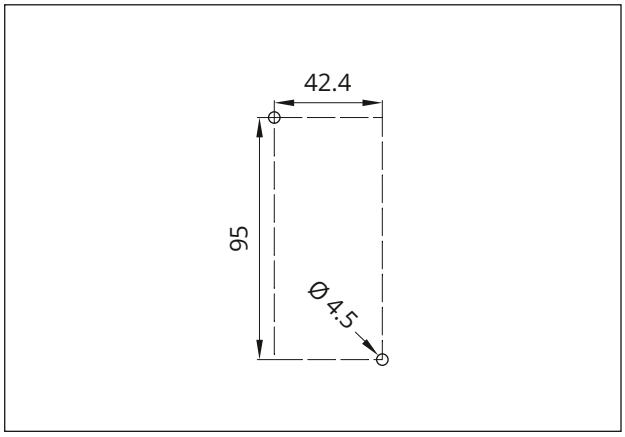
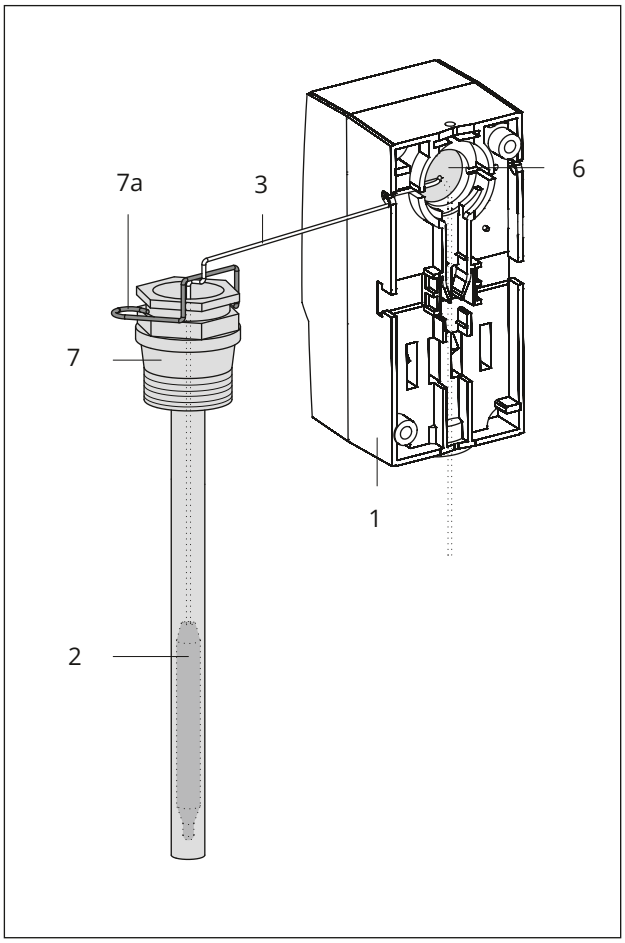
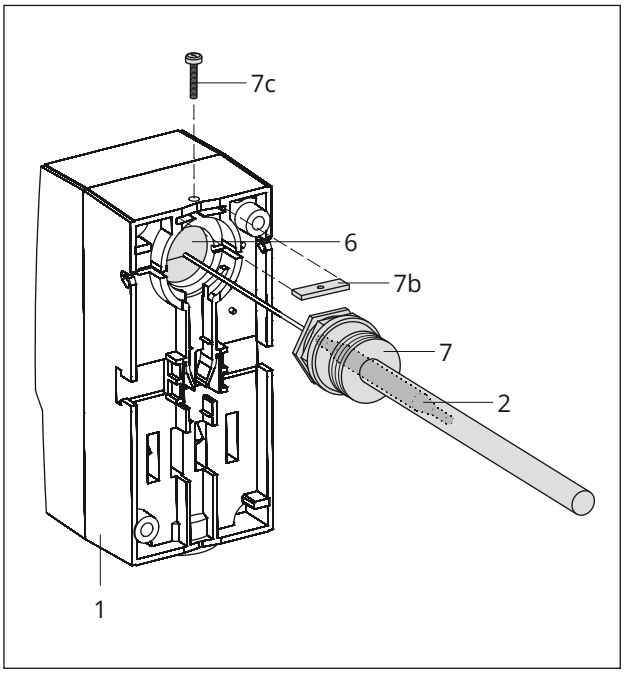

Fig. 11: *Dimensions in mm · Drilling template for single thermostat*
Fig. 13: *Wall mounting · Capillary tube in the thermowell*
Fig. 14: *Mounting with thermowell onto a tank or pipe*
6. Insert seal (6) as shown in Fig. 13 or Fig. 14.
⇨ See Fig. 11 to Fig. 13.
⇨ See Fig. 14.